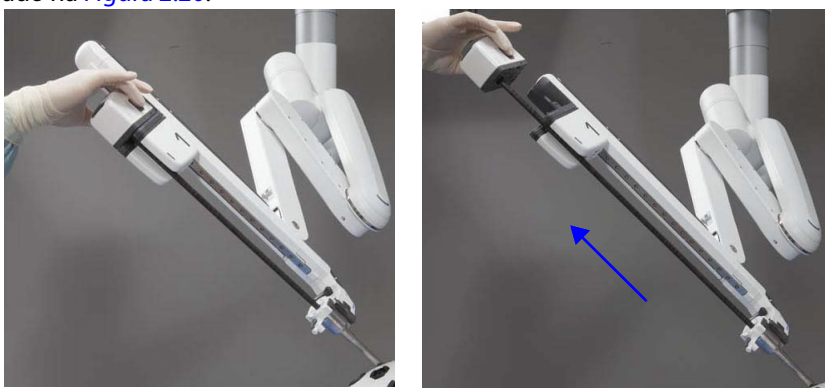

*Figura 2.20 Remoção do instrumento*
2. Aperte os botões de liberação no invólucro e retire cuidadosamente o Stapler conforme mostrado na Figura 2.20.